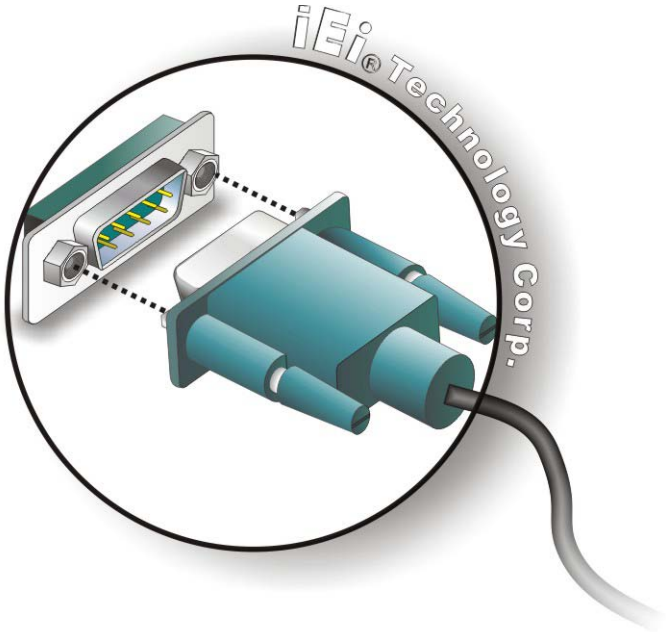

Figure 3-21: Serial Device Connector
Step 2: **Insert the serial connector**. Insert the DB-9 connector of a serial device into the DB-9 connector on the external peripheral interface. See **Figure 3-21**.